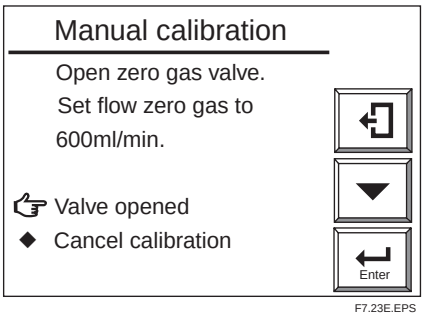
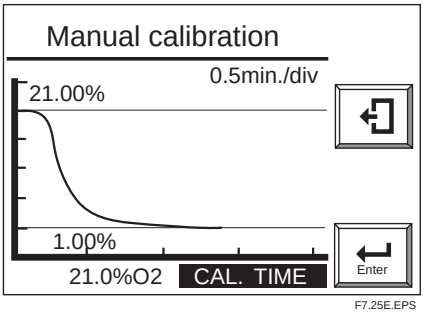

Figure 7.23 Zero-gas Flow Display (for Manual calibration)
Figure 7.25 Manual Calibration, Trend Graph
(7) Follow the instructions in the display as in Figure 7.23 to turn on the zero gas flow. To do this, open the zero-gas flow valve for the Flow Setting Unit and adjust that valve to obtain a flow of 600 ml/min. ± 60 ml/min.
(8) If "Valve opened" is selected as in Figure 7.23 , an oxygen-concentration trend graph (with the oxygen concentration being measured) appears (see Figure 7.25). The CAL TIME in the bottom area of the panel flashes. Observe the trend graph and wait until the measured value stabilizes in the vicinity of the zero-gas concentration on the graph. At this point, no calibration has been executed yet, so even if the measured value is above or below the zero-gas concentration value, no problem occurs.